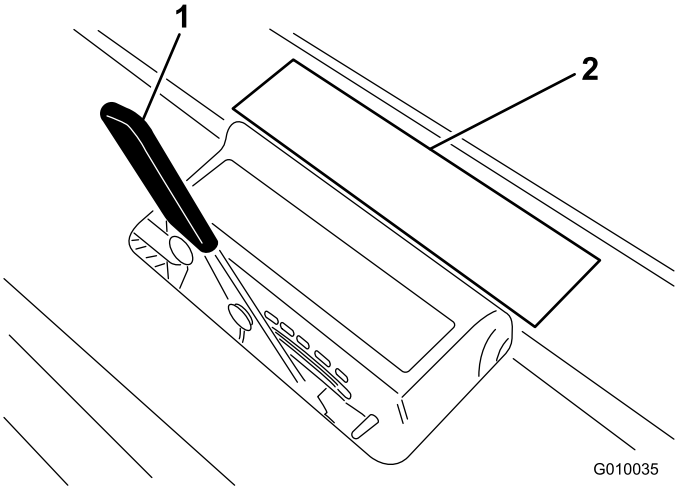

Figur 27
2. Læg piben på pibedybdemærkaten (Figur 27) med den ene ende flugtende med den ønskede luftningsdybde (se pibeskabelonen på mærkaten).